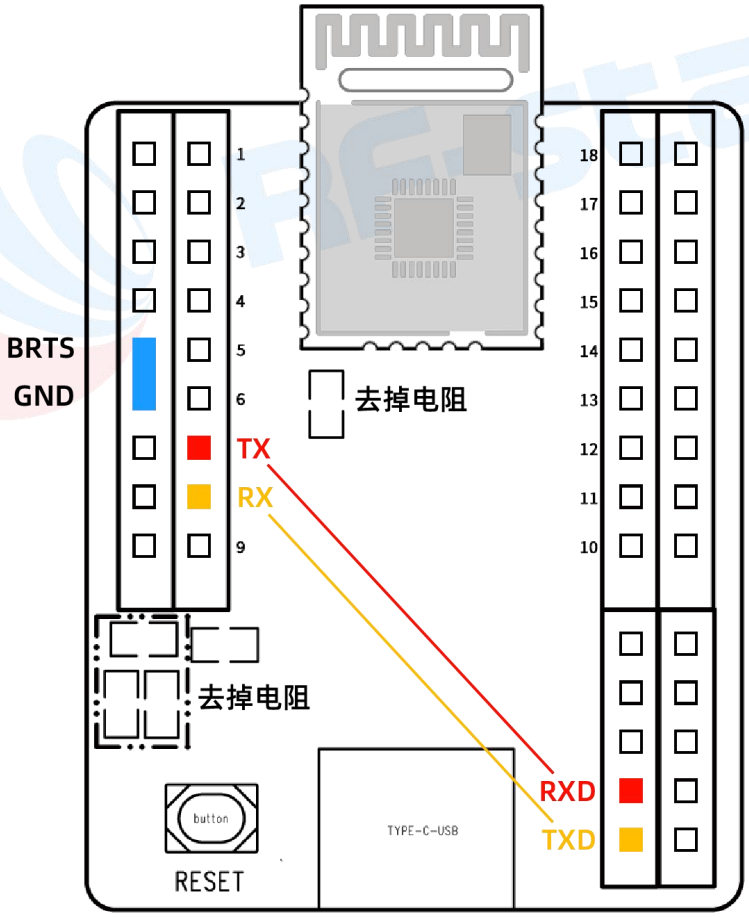

图 2.1.1
使用我司 2340A1(I) 透传模块时，如下图 2.1.1 所示，需要将 BT02 上丝印为 **7** 的脚（TX）与右下角的 RXD 或 B16 用杜邦线连接（红色部分），将 BT02 上丝印为 **8** 的脚（RX）与右下角的 TXD 或 B17 用杜邦线连接（橙色部分）；将 B5 与 B4 或 B6 短接，即将模块的 BRTS 接地，使模块串口接收脚（RX）一直处于打开状态（拉高则关闭，无法接收数据）。